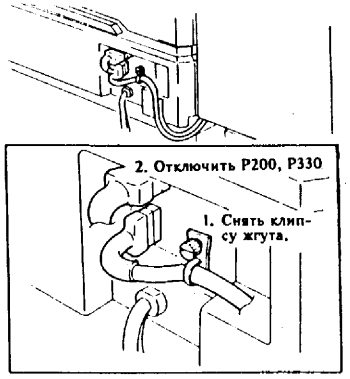

Рис.4 Отключение разъемов
6. Отключить разъемы сортера (рис.4).